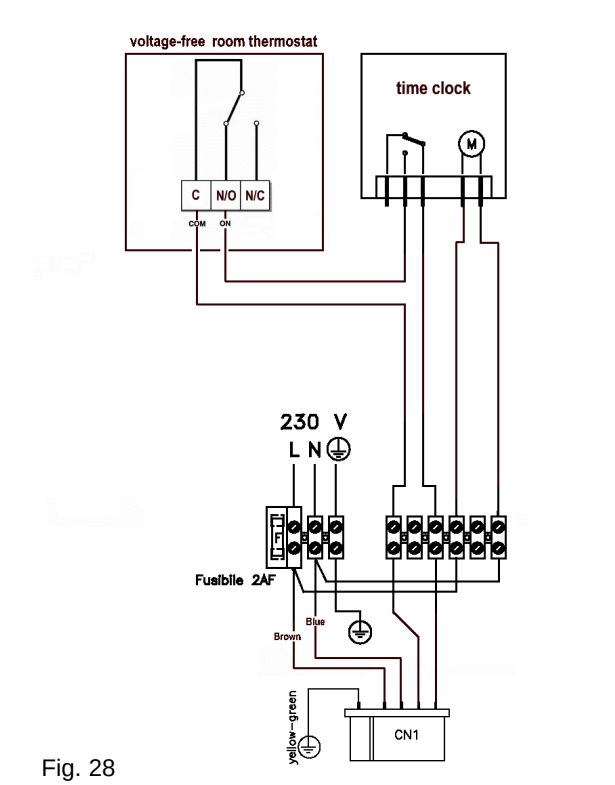

Fig. 28
8.1 CONNECTION OF A ROOM THERMOSTAT (Fig. 28)
Connect the room thermostat as shown in figure 28. We recommend the use of a “voltage-free” type room thermostat. Should another type of room thermostat be preferred, please contact the technical help-line for detailed advice and guidance.
Should the integral time clock be unsuitable, additional or alternative controls must be connected to the appliance terminal strip as shown in Fig. 28 or 28A. The external time clock or control must be of the “voltage-free” type.